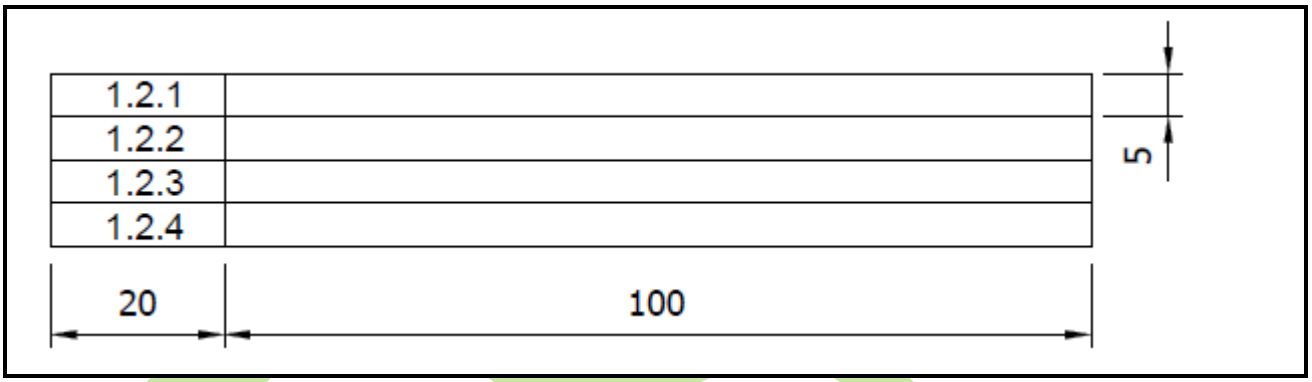

FIGURE 1 (1)
1.1 Copy the answer block shown in FIGURE 1 full-sized to the DRAWING SHEET.